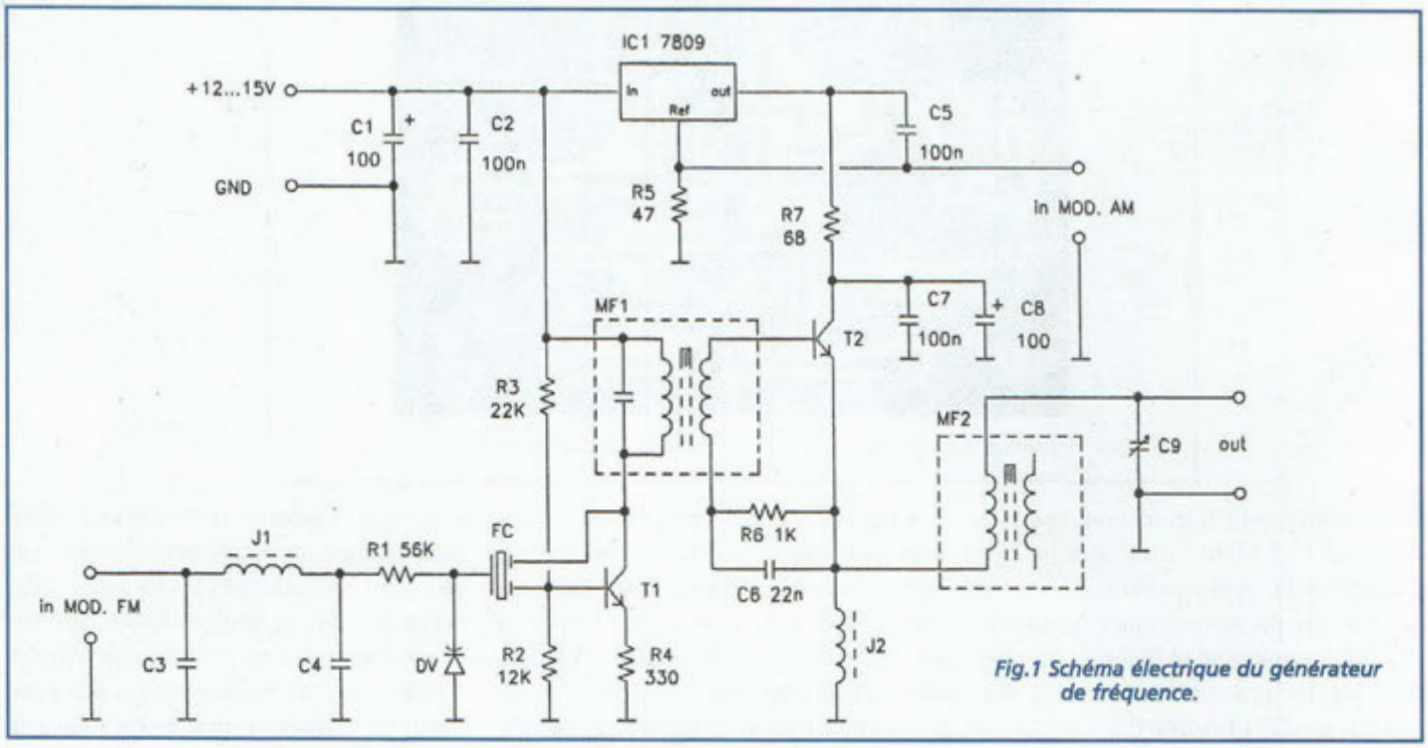

Fig.1 Schéma électrique du générateur de fréquence.
Cet appareil est destiné à assurer le réglage des étages de moyenne fréquence (MF) également connus sous la dénomination de "Fréquence Intermédiaire" (FI) des récepteurs superhétérodynes à simple ou double changement de fréquence. Dans le schéma électrique reproduit en fig.1, noter que l'appareil se compose principalement de deux étages circonscrits autour des transistors utilisés. Le premier, correspondant à l'étage oscillateur, est construit autour de T1. Le second est un étage séparateur qui repose sur T2. Le circuit résonant de contre-réaction de l'oscillateur est constitué par le filtre céramique FC. Le simple montage d'un filtre adapté permet de faire fonctionner le générateur sur la fréquence souhaitée. Le transformateur de radio fréquence MF1 est destiné au transfert du signal d'un étage à l'autre alors que MF2 est utilisé pour accorder la sortie. Les valeurs de moyenne fréquence les plus communément utilisées dans les radio récepteurs superhétérodynes sont 10,7 MHz et 455 KHz. La première (10,7 MHz) est généralement employée dans les récepteurs superhétérodynes à simple conversion (configuration typique pour récepteurs FM 88-108 MHz). La deuxième (455 KHz) est plus particulièrement utilisée au sein des radio récepteurs AM à simple conversion pour grandes, moyennes ou petites ondes ou comme valeur de seconde conversion de fréquence dans les récepteurs plus sophistiqués à double changement de fréquence. Il est assez facile de se procurer auprès des revendeurs spécialisés des filtres céramiques et des transformateurs MF pour ces deux fréquences standard. Le fonctionnement du générateur sur l'une ou l'autre de ces deux valeurs ne réclame que la mise en place du filtre et des transformateurs appropriés. Pour une MF de 10,7 MHz, le filtre doit être prévu pour cette valeur et le noyau du transformateur standard est de couleur orange (ou verte) tandis que le noyau de MF2 doit être de couleur rouge.